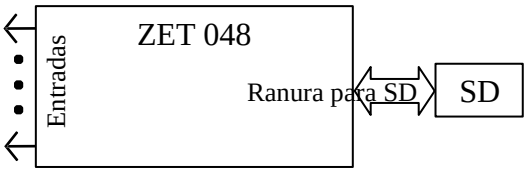

Imagen 1.8 – Conexión del registrador ZET 048-E en el modo autónomo
1.6.2.3.1 Para instalar en el registrador la tarjeta de memoria extraíble (en la versión ZET 048-E) para el uso en el modo autónomo, se necesita instalar la tarjeta de memoria SecureDigital (SD) en la ranura en el panel de control del registrador en la versión ZET 048-E. El diagrama de la instalación de la tarjeta de memoria ver Imagen 1.8. Configuración del registrador para el uso en el modo autónomo y la descripción del funcionamiento del registrador en este modo se demuestran en el sector «Manual de operación. Parte 2», el programa «REGISTRADOR AUTÓNOMA».